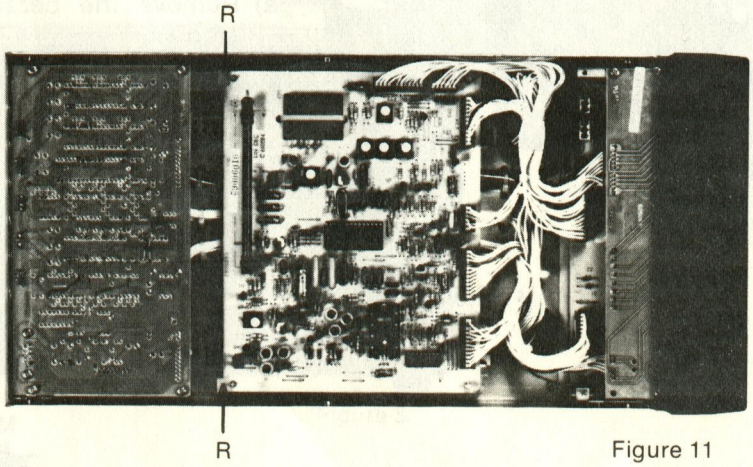
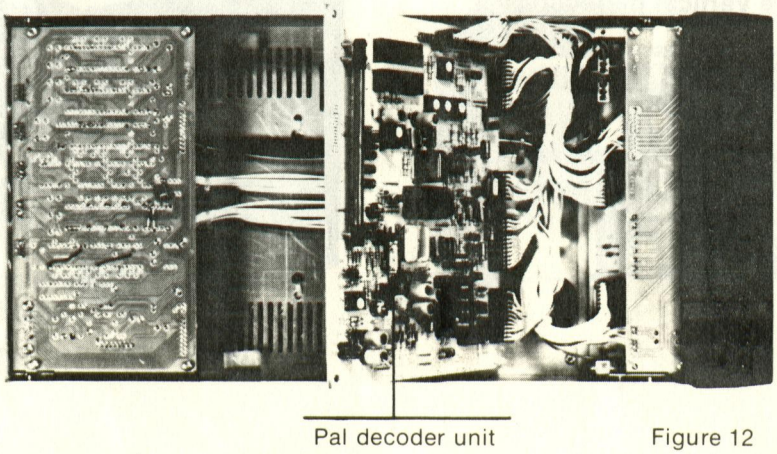

Figure 11
Figure 12
b) Push the clips R to the left (figure 11) so that you can rotate the pal decoder unit (figure 12).